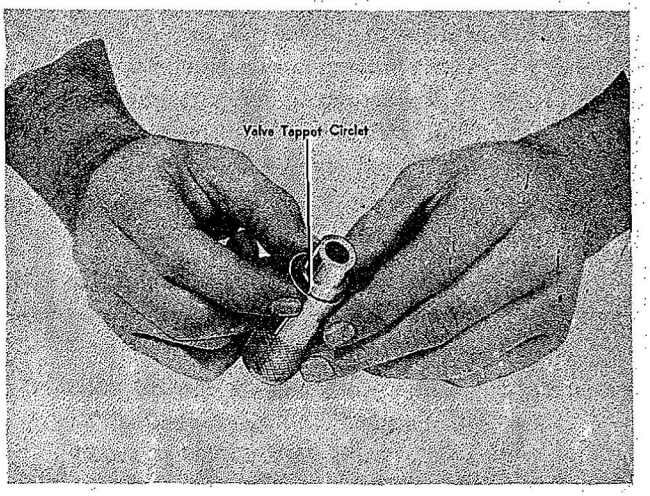
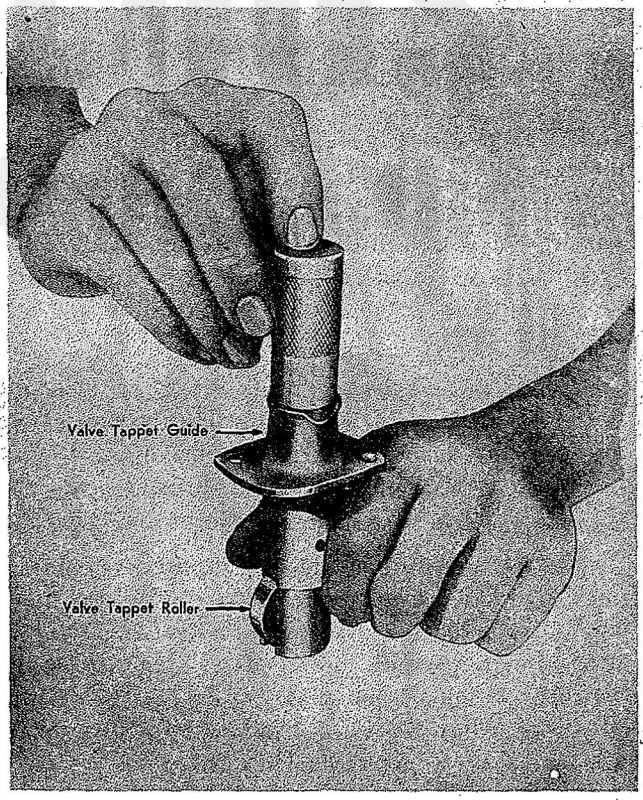

Figure 182—Valve Tappet Retaining Circlet on Installing Tool
Figure 183—Installing Valve Tappet Retaining Circlet
a. Insure that all traces of finishing compound are removed from valve tappets and guides before assembly. Lubricate the valve tappet rollers, roller bushings, and pins with engine oil. Insert a roller bushing in its roller, and install these parts in the slotted end of the valve tappet. Install the roller pin. Lubricate the tappet and install it in its guide from the slotted end of the guide. Insure that each tappet is assembled with its respective tappet guide. Place a new tappet locking circlet on installing tool (Tool No. 83643). Refer to Figure 182. Stand the tappet and guide assembly on a bench, roller end down, place the installing tool with circlet in position in the guide, and push the circlet into the groove in the upper end of the tappet. Refer to Figure 183. Insure that the circlet is tight after installation.